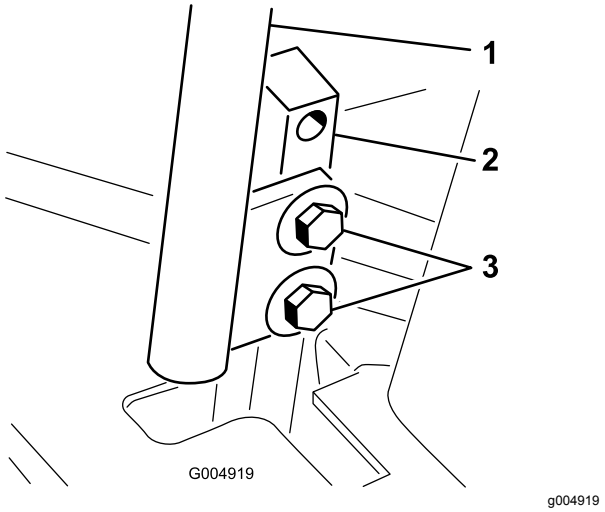

Rysunek 54
3. Poluzuj śruby mocujące dźwignie sterowania (Rysunek 54).